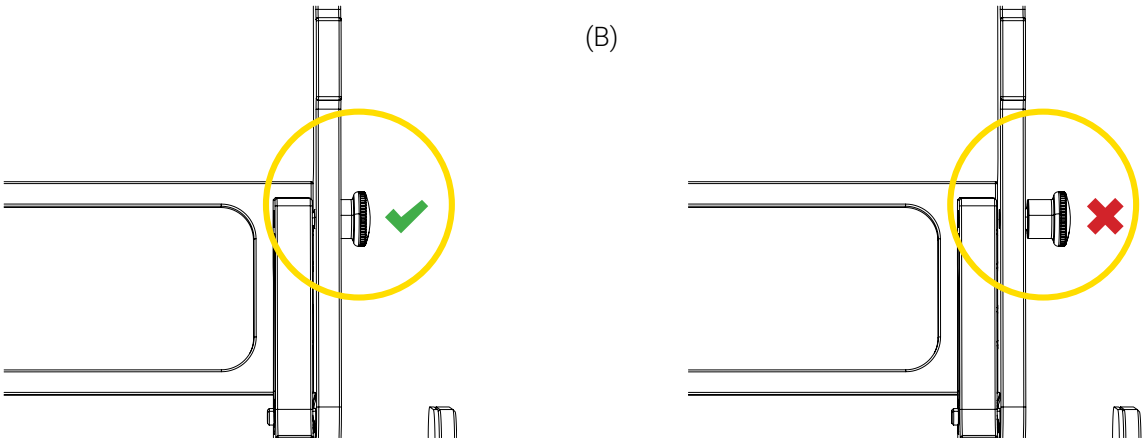

Figure 5: Mécanisme de verrouillage (1 de 2 boutons illustré)
4. Valider que les deux (2) boutons à déclenchement rapide soient insérés dans le support afin d'assurer que l'appareil médical soit correctement verrouillé (Figure 5).